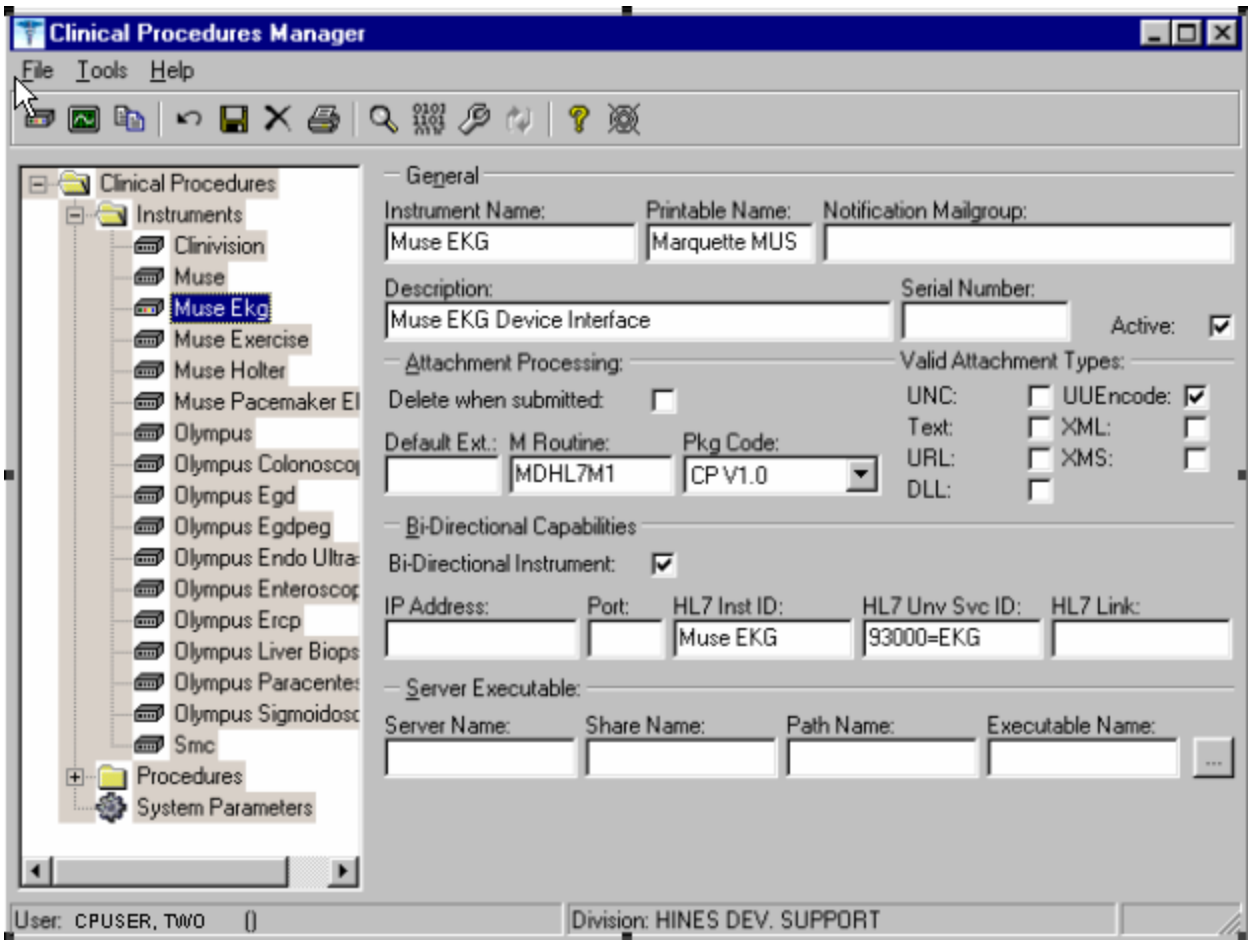

**Figure 6-2**
1. View the list of automated instruments. See Figure 6-2.